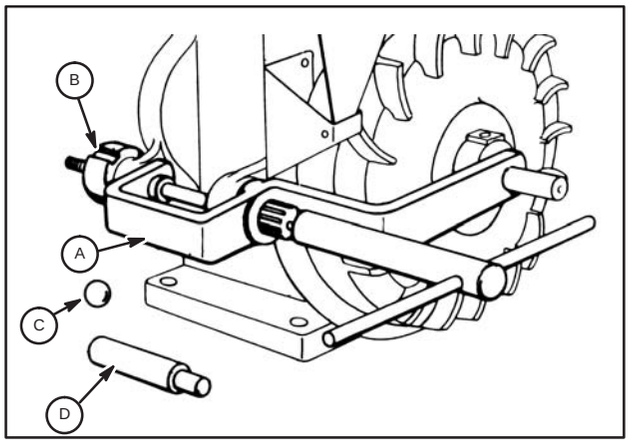

Fig. 587 – REPAIRING WORN STARTER SHAFT HOLE
To repair, use reaming fixture No. 60079-T3 (obs). Remove starter pedal, blower case, and clutch. Slip frame (A) over end of crankshaft and into left starter lug hole, Fig. 587. Ream with the smaller (13/16") dia. shell reamer. Use nut (B) on end of arbor to draw reamer in uniformly. If nut (B) turns, lock it with a suitable pin at slot. Run reamer in far enough to chamfer end of hole to take bushing easier.